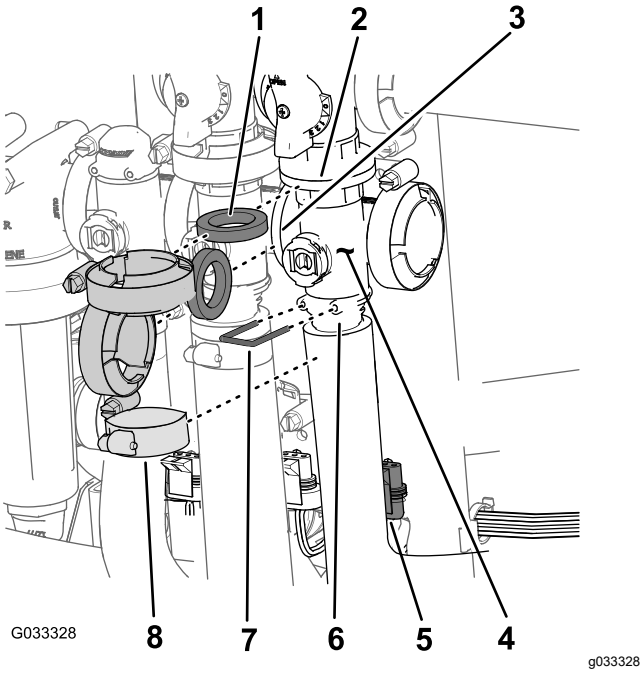

Figuur 72
1. Verwijder de klemmen en pakkingen waarmee de verdeler voor de hoofdklep van de spuitboom (Figuur 72) is bevestigd aan de omloopklep van de spuitboomhoofdschakelaar, de mengklep en de verdeler voor de hoofdklep van de spuitboom (aan het uiteinde van de slang voor de vloeistofmeter).
2. Verwijder de borgclip waarmee de uitgaande fitting aan de verdeler voor de hoofdklep van de spuitboom is bevestigd (Figuur 72).